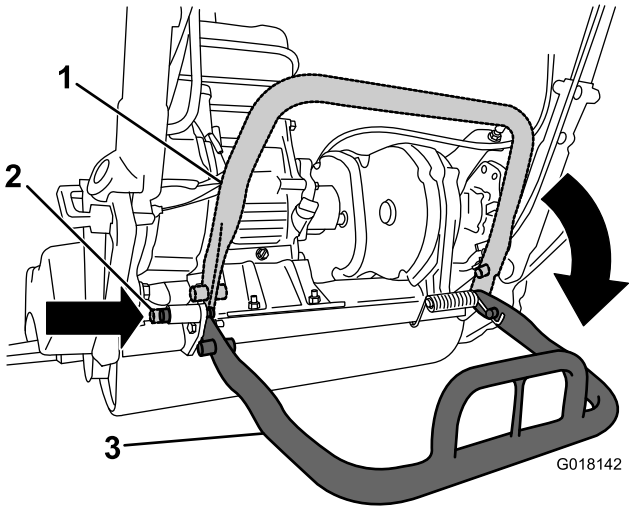

Figur 21
- For at forhindre enheden i at vippe bagover, når knivcylinderen fjernes, skal støttebenet sænkes og låsepinden skubbes ind for at låse støttebenet i servicepositionen (Figur 21).